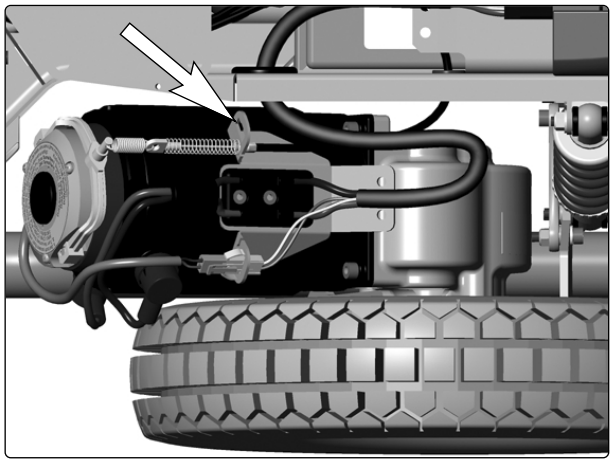

Abb. 48. Befestigung des Kabelzugs der Bremsfreigabeeinheit.
9. Ziehen Sie das Kabelzuggehäuse nach vorn und führen Sie den Kabelzug durch die Führung im Gehäuse nach außen. Haken Sie den Kabelzug der Bremsfreigabe von der Magnetbremse ab, s. Abb. 48.